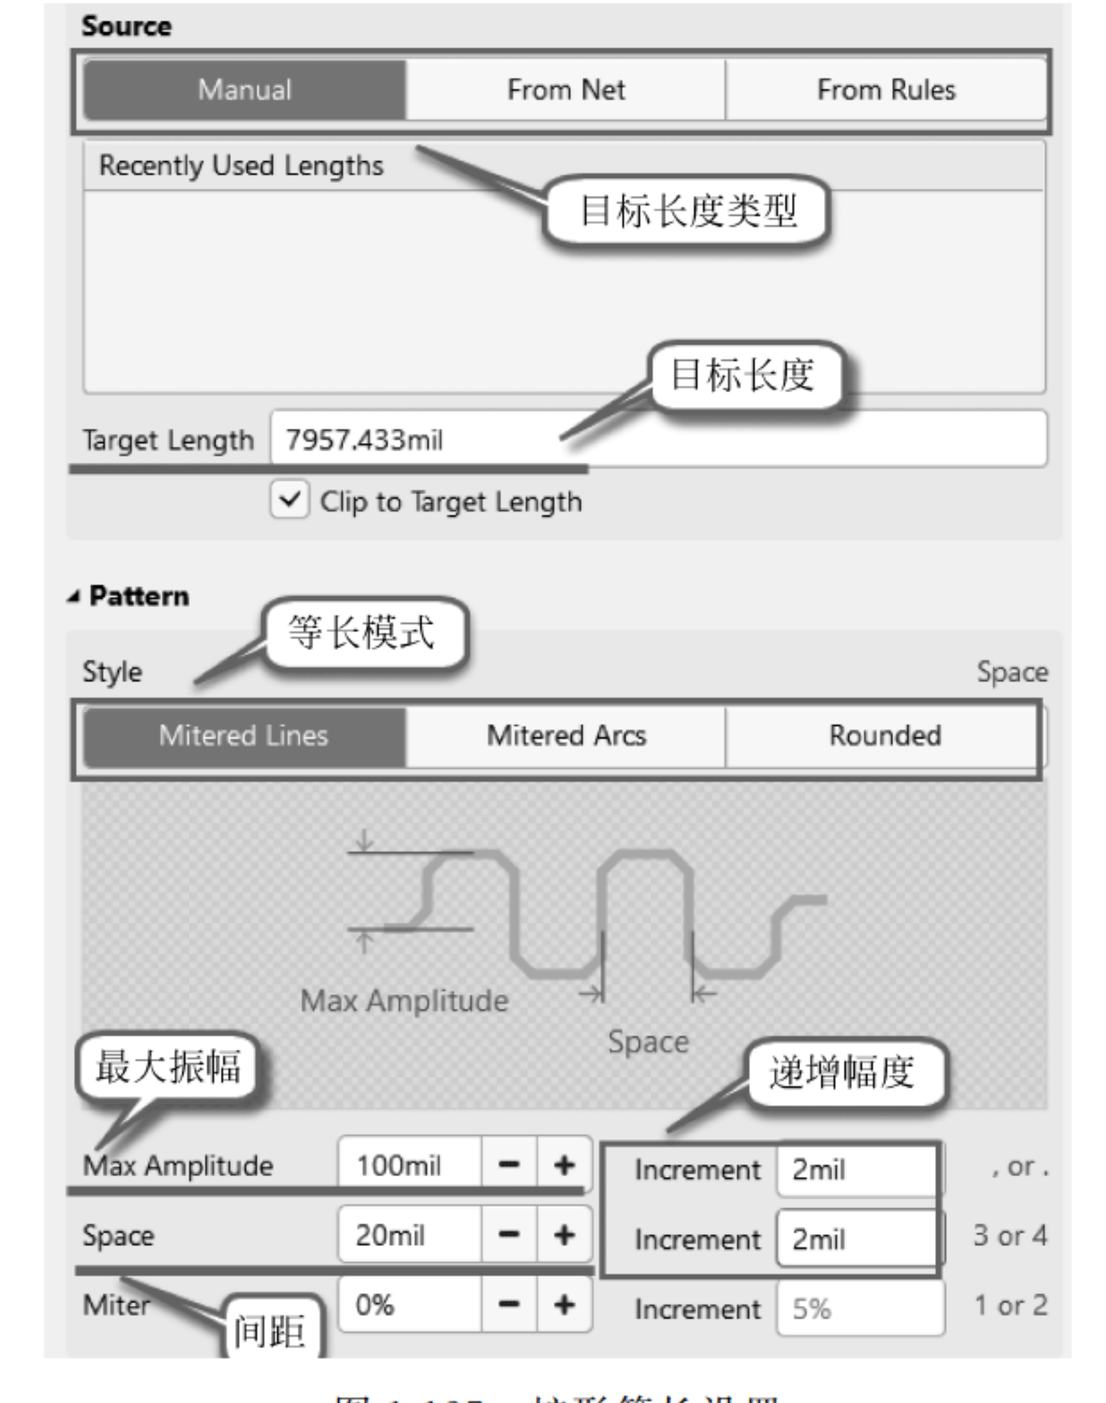

图 1-127 蛇形等长设置
(1) 在 Altium Designer 中网络等长调节可通过蛇形走线实现，在进行蛇形等长之前需要完成 PCB 相应走线的连通，然后执行菜单栏中“布线”→“网络等长调节”命令，或者按快捷键 U+R，单击需要等长的走线并按 Tab 键调出“等长属性设置”面板，如图 1-127 所示。